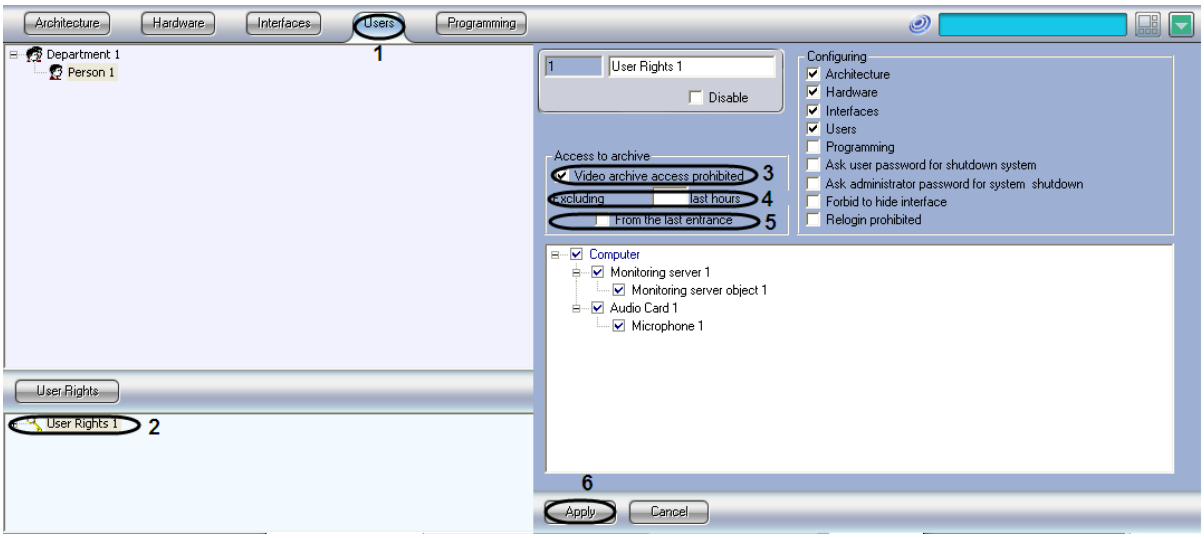

Figure 8.22-14 The settings panel of the User Rights object
The settings panel for this object opens at the right side of the System Settings window (Figure 8.22-14).
3. Check the Video archive access prohibited checkbox (Figure 8.22-14,3).
4. Enter the number of hours, available for viewing in the field «Excluding last hours» (Figure 8.22-14, 4).
5. In case of starting the hours counting from the moment of the last entrance to the system, set the checkbox «From the last entrance» (Figure 8.22-14, 5). If the counting of hours from the current time is to be set– the checkbox « From the last entrance » should not be checked.
6. Click the “Apply” button (Figure 8.22-14, 6).